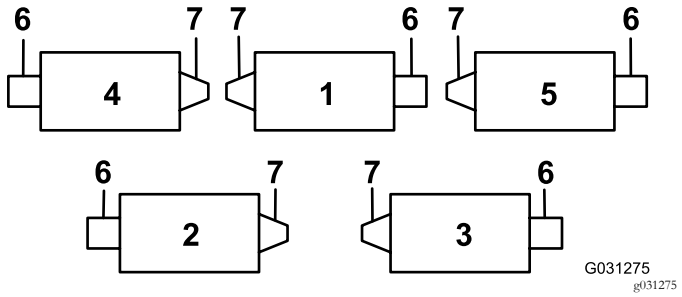
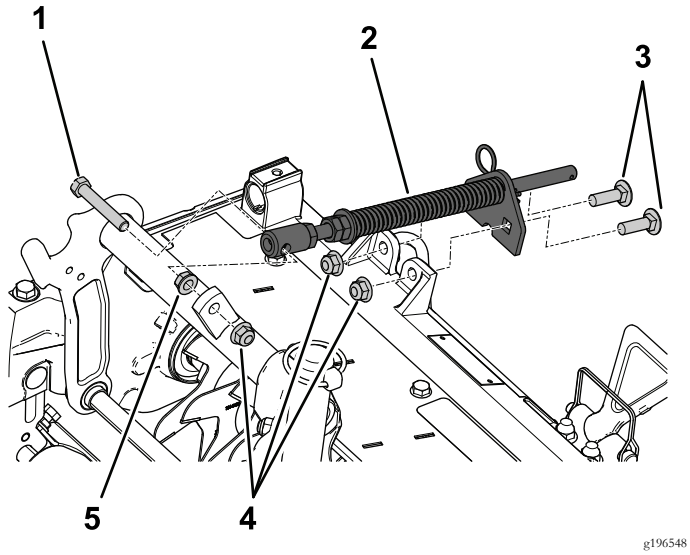

Figur 5
Figur 8
Smøreniplen skal sættes på knivcylindermotorens side af vertikalklipperen. Brug følgende diagram til at bestemme knivcylindermotorernes position (Figur 5).
3. For placeringen af de lodrette klipperedskaber 2 og 4 (Figur 5): Flyt endevægten til den modsatte side af klippeenheden.
Monter plænekompensationsfjederen på samme side som knivcylindermotoren (Figur 5 og Figur 8).